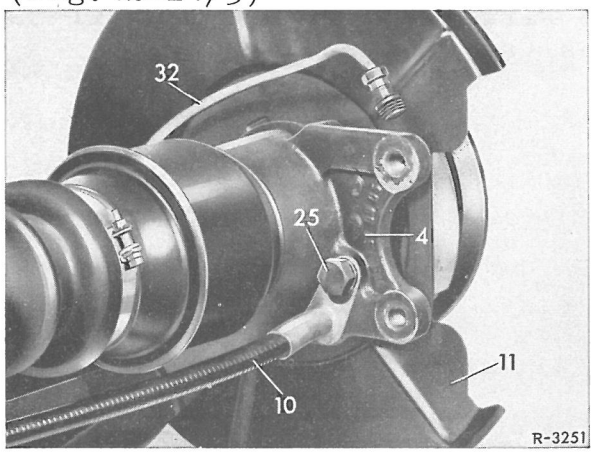

Fig.42-14/6
2 Sekskantbolt(25)skrues ud af hjulbæreren(4)og bremsekablet tages(1o)af(fig.42-14/6).
3 Indstillingsskruen (8)på bøjlen(7)drejes helt tilbage (fig.42-14/3)